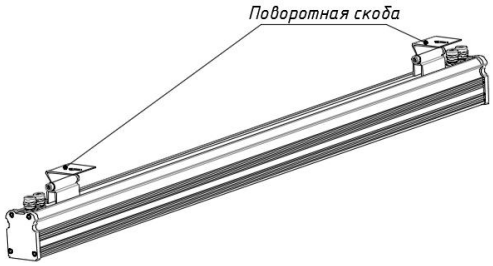

Рис.1
6.6.2 Внешний вид светильника (Рис.1)